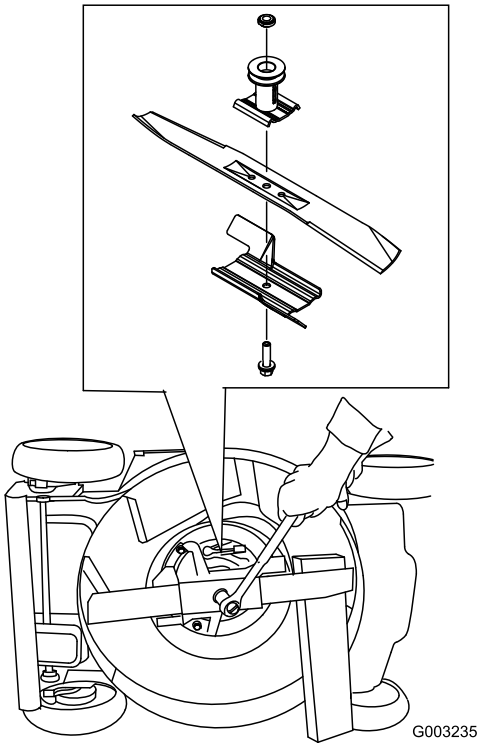

Figur 43
3. Brug en træklods til at holde kniven fast (Figur 43).